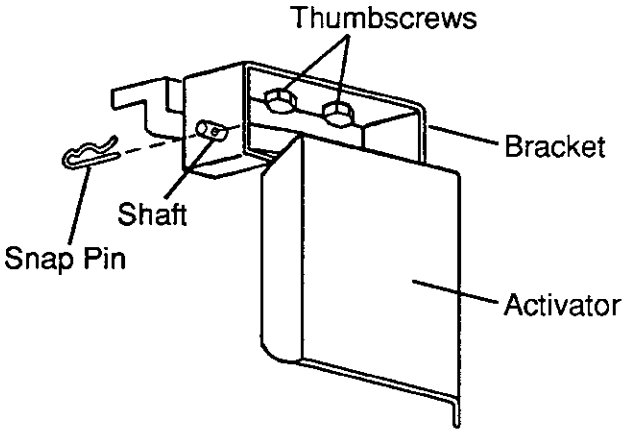

Fig. 5
3) Remove the Bin Control Bracket Assembly. See Fig. 5.